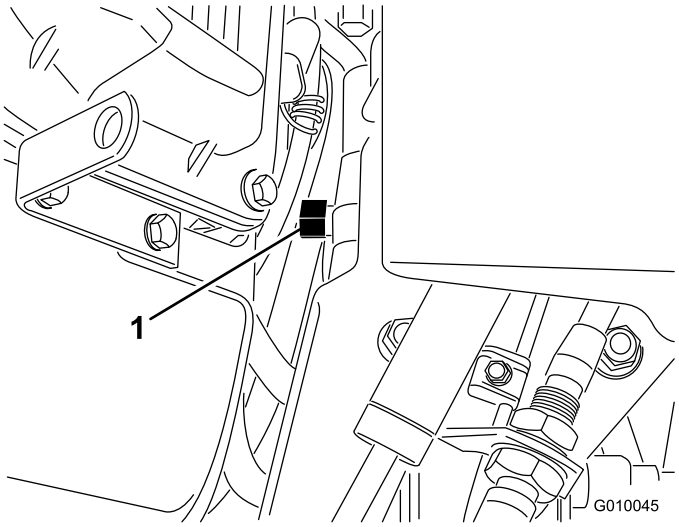

Figuur 30
2. Gebruik een sleutel van 5/8 inch en draai het omloopventiel 1 slag linksom. Hierdoor kan de hydraulische vloeistof langs de pomp worden geleid zodat de wielen kunnen draaien (Figuur 30).
4. Als u de beluchter weer wilt gaan bedienen, moet u het omloopventiel 1 slag rechtsom draaien (Figuur 30).